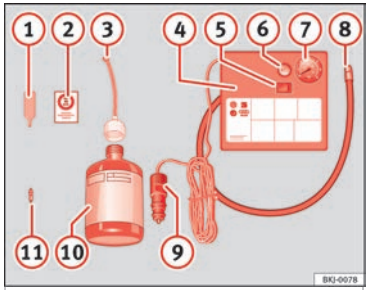

Rys. 105 Widok standardowy: elementy zestawu do naprawy uszkodzonych opon.
Zestaw do naprawy uszkodzonych opon znajduje się pod wykładziną podłogi bagażnika. Zawiera on następujące elementy ››› **rys. 105**:
Nakręcić rurkę zespołu napełniającego ››› rys. 105 (8) ponownie i sprawdzić ciśnienie na manometrze (7).